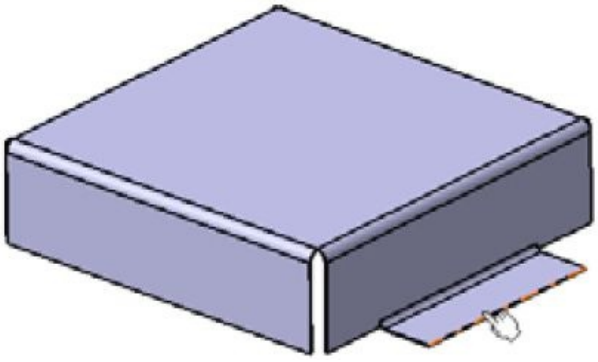

Figure 15-165 *Selecting the edge for creating the flange*
2. Select the edge of the wall created in the previous step, as shown in Figure 15-165.